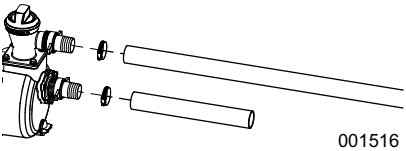

Figure 2-5.Fixation typique de tuyau
3. Voir la ***Figure 2-5***. Fixez le tuyau d'aspiration à la bride (inférieure) en faisant glisser le tuyau par-dessus le raccord cannelé, puis en installant un collier de serrage.